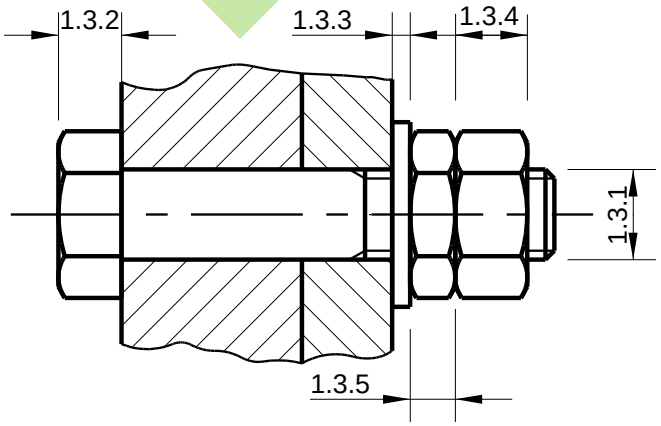

FIGUUR 2
1.3 Figuur 2 is 'n tekening wat 'n konvensionele slot met sluitmoer- en wastermontering aandui. Die byskrifte 1.3.1 – 1.3.5 verteenwoordig die afmetings wat op so 'n montering gebruik moet word. Skryf die korrekte afmetings langs die vraagnommers (1.3.1 – 1.3.5) van die gegewe montering op die TEKENBLAD neer.